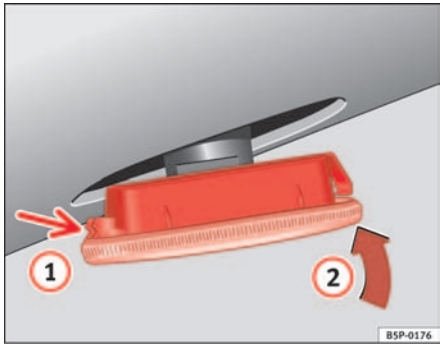

Fig. 190 Indicator
- First place the indicator in the opening in the bodywork, fixing the tabs ⇒ fig. 190, arrow (1).
- Insert the lamp as shown by the arrow (2) ⇒ fig. 190. ■